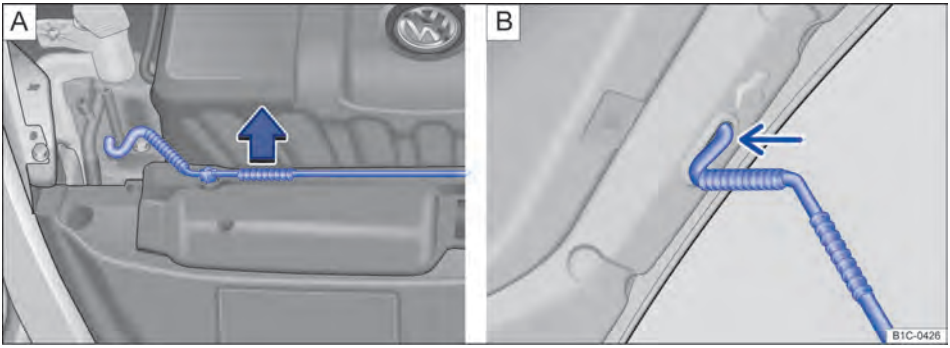

Fig. 133 A: suporte da haste de sustentação da tampa no compartimento do motor. B: tampa do compartimento do motor levantada.
- Retirar o apoio dobrável do suporte no sentido da seta ⇒ Fig. 133 **A** e encaixá-lo na abertura na tampa do compartimento do motor ⇒ Fig. 133 **B** (seta).
- Desenganchar o apoio dobrável e travá-lo no suporte no fecho ⇒ Fig. 133 **A**.